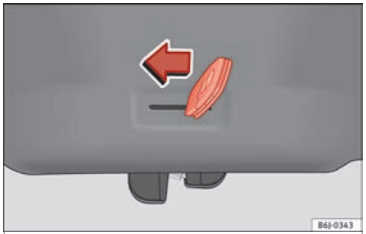

**Fig. 7** Unlocking the rear lid manually.
- Insert the key in the groove and unlock the locking system, turning the key from right to left, as shown by the arrow ››› **Fig. 7**.